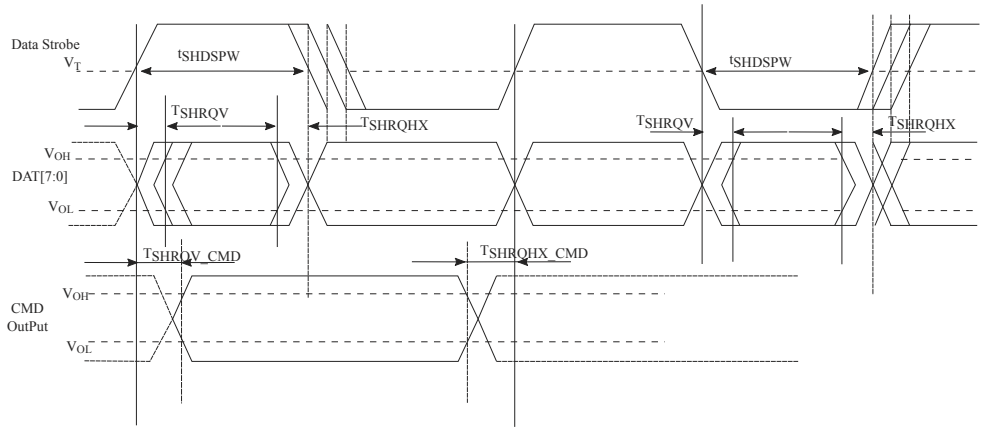

**Figure 17. eSDHC HS400 mode input timing diagram**
2. The symbols used for timing specifications herein follow the pattern of $t_{\text{(first two letters of functional block)(signal)(state) (reference)(state)}}$ for inputs and $t_{\text{(first two letters of functional block)(reference)(state)(signal)(state)}}$ for outputs. For example, $t_{SHKHOX}$ symbolizes eSDHC highspeed mode device timing (SH) clock reference (K) going to the high (H) state, with respect to the output (O) reaching the invalid state (X) or output hold time. Note that in general, the clock reference symbol is based on five letters representing the clock of a particular functional. For rise and fall times, the latter convention is used with the appropriate letter: R (rise) or F (fall).
3. See Figure 17.